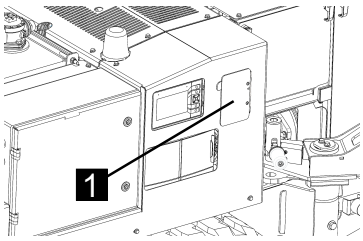

Fig. 180
3. Open the flap (Fig.180/1) on the component carrier.